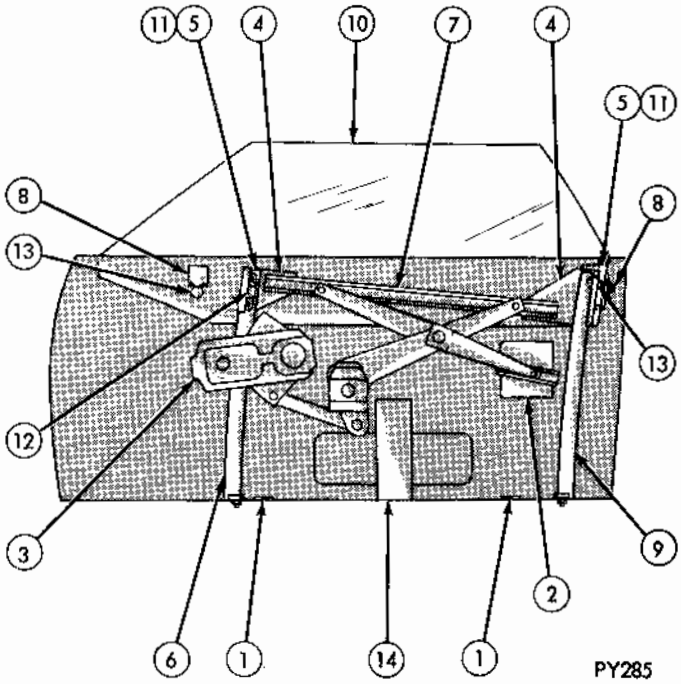

Fig. 1 - Ventless Glass Installation
(1) Install down stops (Fig. 1).
(2) Place ivot bracket on regulator.
(3) Install sector assembly and arms to door.
(4) Assemble gaskets to lift bracket stabilizer mounting plate.
(5) Assemble spacers and stabilizer to glass.
(6) Install front track.
(7) Install lift bracket.
(8) Install up-stops front and rear.
(9) Install rear track.
(10) Install glass and lower to bottom of door.
(11) Install stud plate stabilizers to glass.